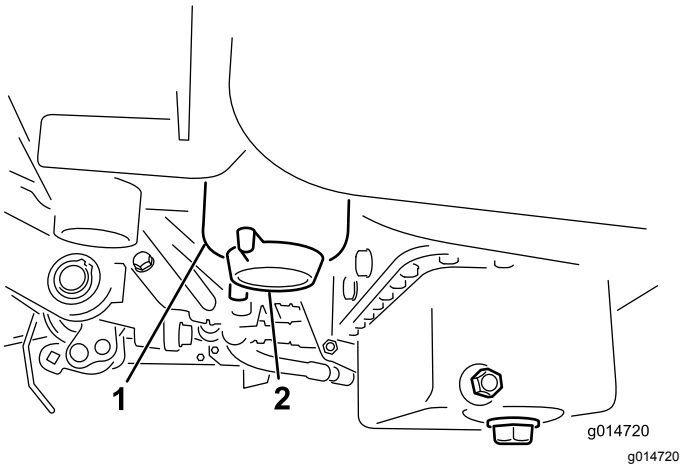

Figur 34
3. Öppna avtappningspluggen på bränslefiltret cirka ett varv och töm ut eventuellt ansamlat vatten (Figur 34). Dra åt pluggen efter tömningen.